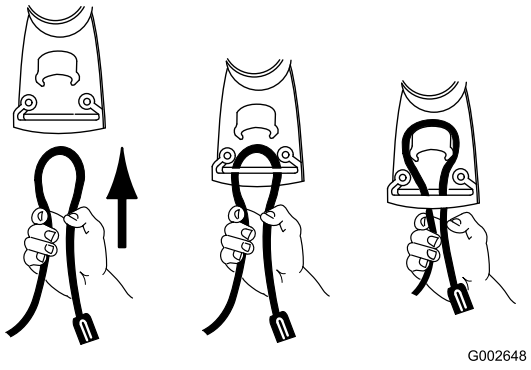

Figuur 12
1. Leg een lus in het verlengsnoer en zet dit vast in de snoerhouder (Figuur 12).